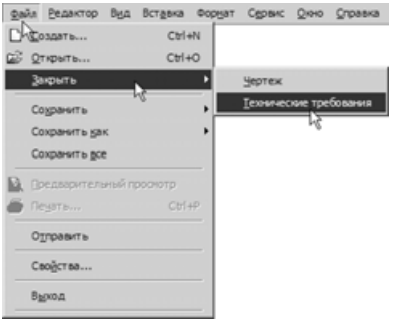

Рис. 3.79
- Закройте окно технических требований с помощью команды **Файл | Закрыть | Технические требования** (рис. 3.79).